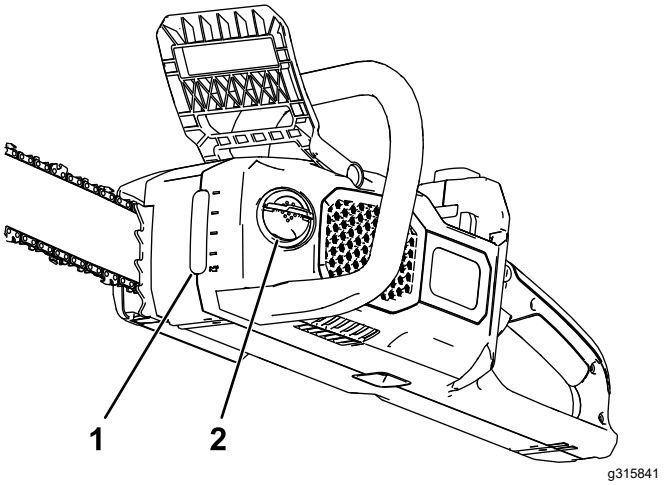

**Rysunek 24**
2. Sprawdź poziomu oleju we wzierniku. Jeżeli olej nie wypełnia wziernika, uzupełnij olej do prowadnic i łańcuchów wedle potrzeb (Rysunek 24).
4. Wyczyść obszar wokół korka oleju (Rysunek 24).
5. Rozłóż uchwyt nakrętki motylkowej na korku oleju, odkręć olej i wlewaj olej do prowadnic i łańcuchów do piły łańcuchowej aż wypełni zbiornik (Rysunek 24).